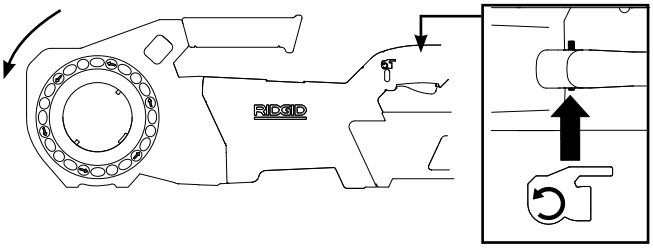

Figura 5B – Posição do Interruptor PARA TRÁS (Para a Esquerda)
- Repita o processo para a operação Para Trás *(ver Figura 5B)*. Se o propulsor não rodar no sentido certo ou se o interruptor de LIGAR/DESLIGAR não controlar o funcionamento da máquina, não a utilize até ser reparada.